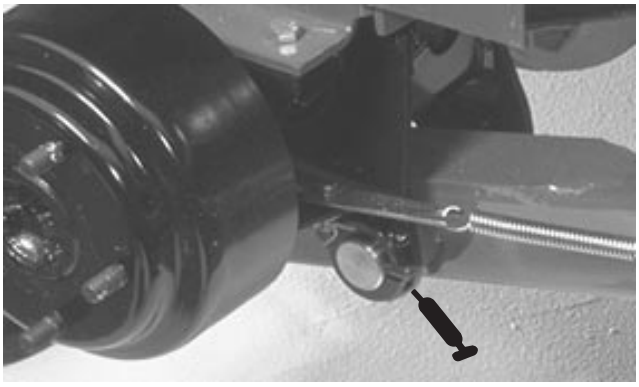

Figure 21
- right and left lift arm pivot pins (Fig. 21)